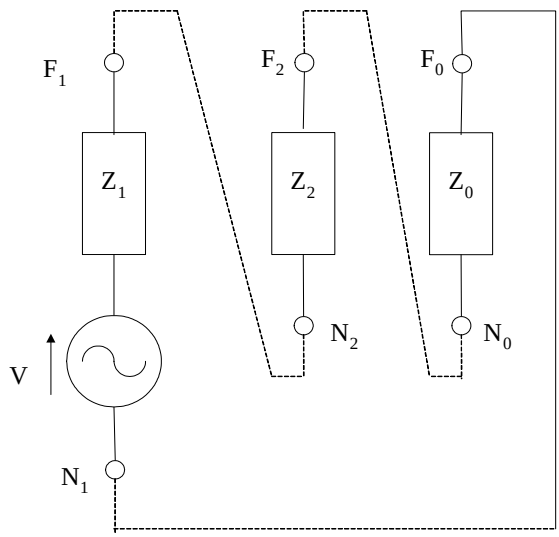

Figure 5: The equivalent sequence circuit for a single-phase-to-earth fault
According to Equation (1) and Equation (2), the equivalent circuit for a single-phase-to-earth fault is obtained by connecting the positive, negative and zero sequence networks in series. This equivalent circuit is shown in Figure 5.
From Figure 5, $\bar{I}_1 = \bar{I}_2 = \bar{I}_0 = \dfrac{V}{Z_1 + Z_2 + Z_0}$ Equation (3)